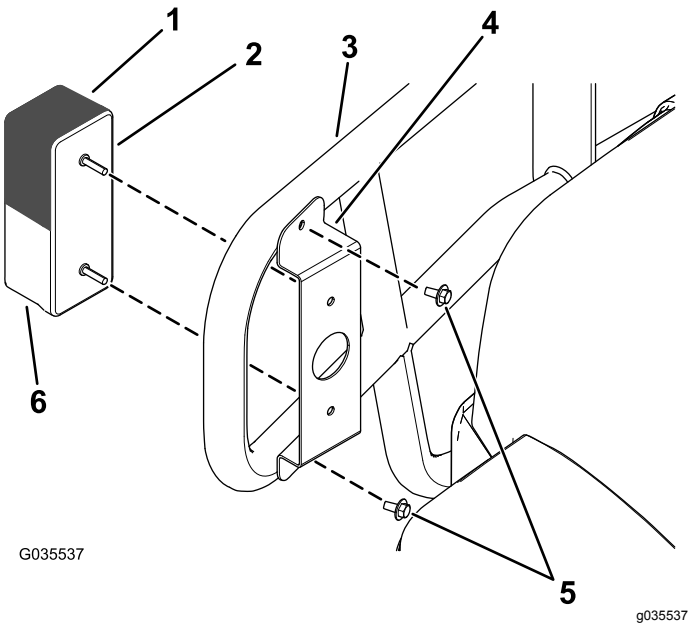

Рисунок 3
2. Установите передний габаритный огонь и указатель поворота на ограждение щетки, используя передний кронштейн и 2 ранее снятых самонарезающих винта (¼ x ½ дюйма), как показано на Рисунок 3.
Примечание: Убедитесь в том, что желтые рассеиватели (указатели поворота) расположены поверх прозрачных рассеивателей (габаритных огней), как показано на Рисунок 3.